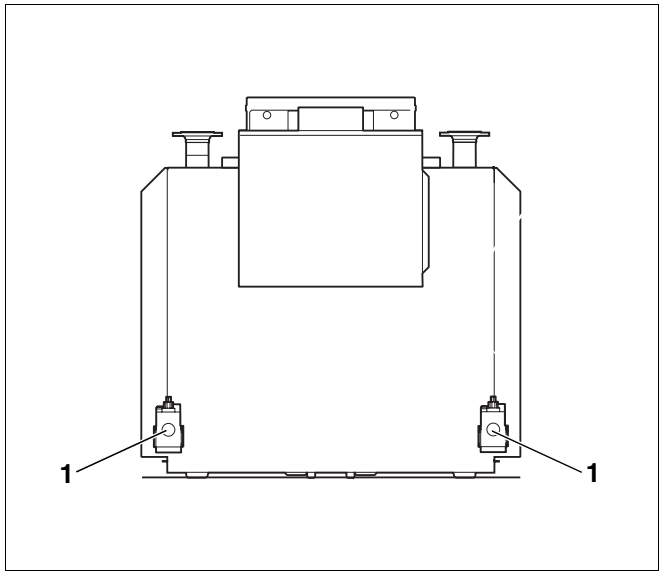

Afb. 3 Gasaansluiting (achteraanzicht)
- Sluit de gasleiding spanningsvrij aan de gasaansluiting (afb. 3, **pos. 1**) aan.